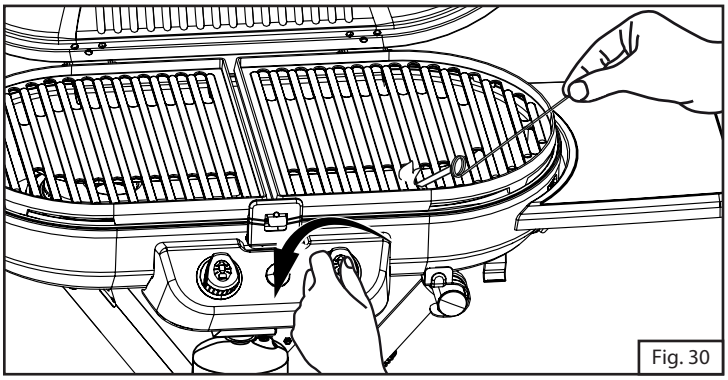

Fig. 30
1. Strike and place the burning long wooden match (or use the match extension or a butane lighter with extension) through the spaces in the grill grates near the ports of the burner. (Fig. 30)